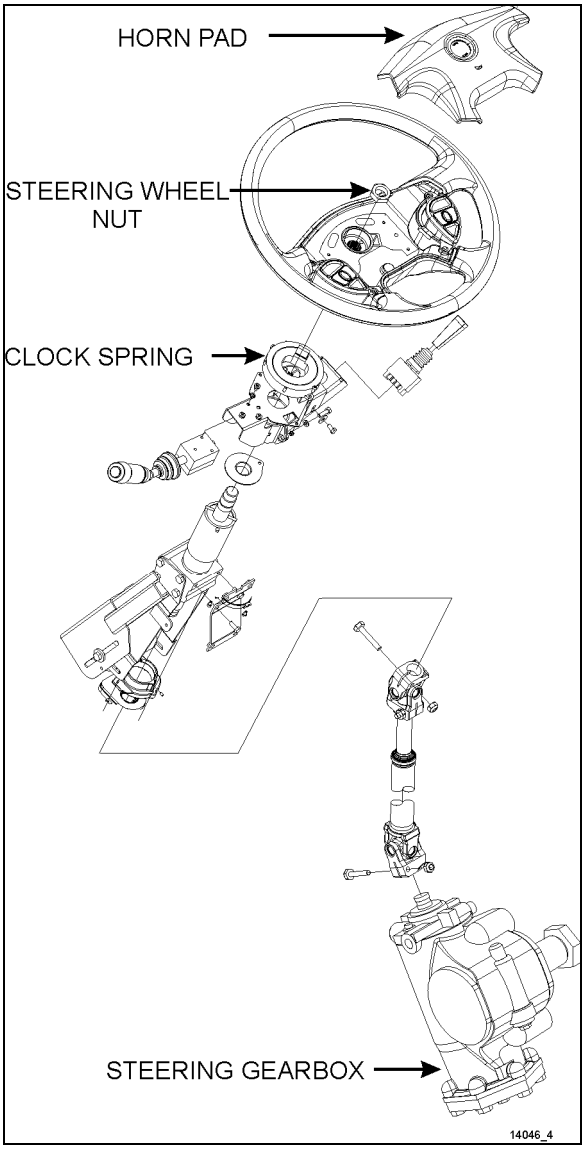
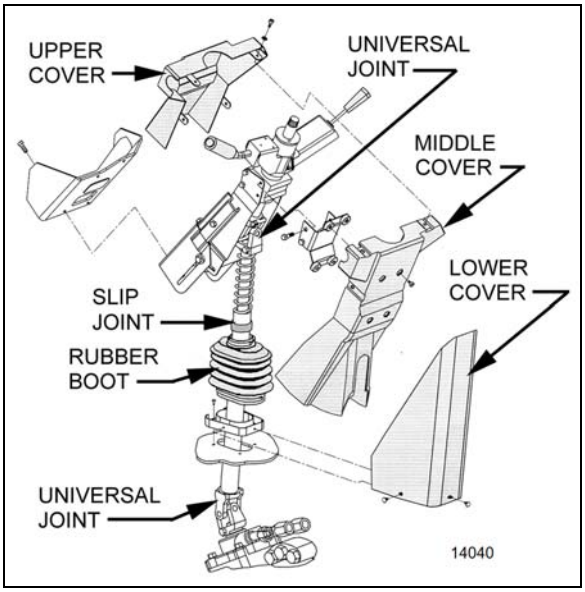

**FIGURE 9: STEERING COLUMN**
**FIGURE 10: STEERING COLUMN COVERS**
To disassemble the steering column from system, refer to Figure 9 & Figure 10. The steering column has no lubrication points. The lower steering column U-joint is easily accessible through the front service compartment. The upper steering column U-joint and the steering slip joint are accessible from the front driver's area. To access these joints, proceed as follows:
1. From the front driver's compartment area, remove the three plastic fasteners on steering column lower cover. Remove the lower cover (Figure 10).